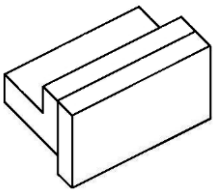

FIGUUR 7
4.3.2 Noem die sweislas wat in FIGUUR 7 getoon word. (1)